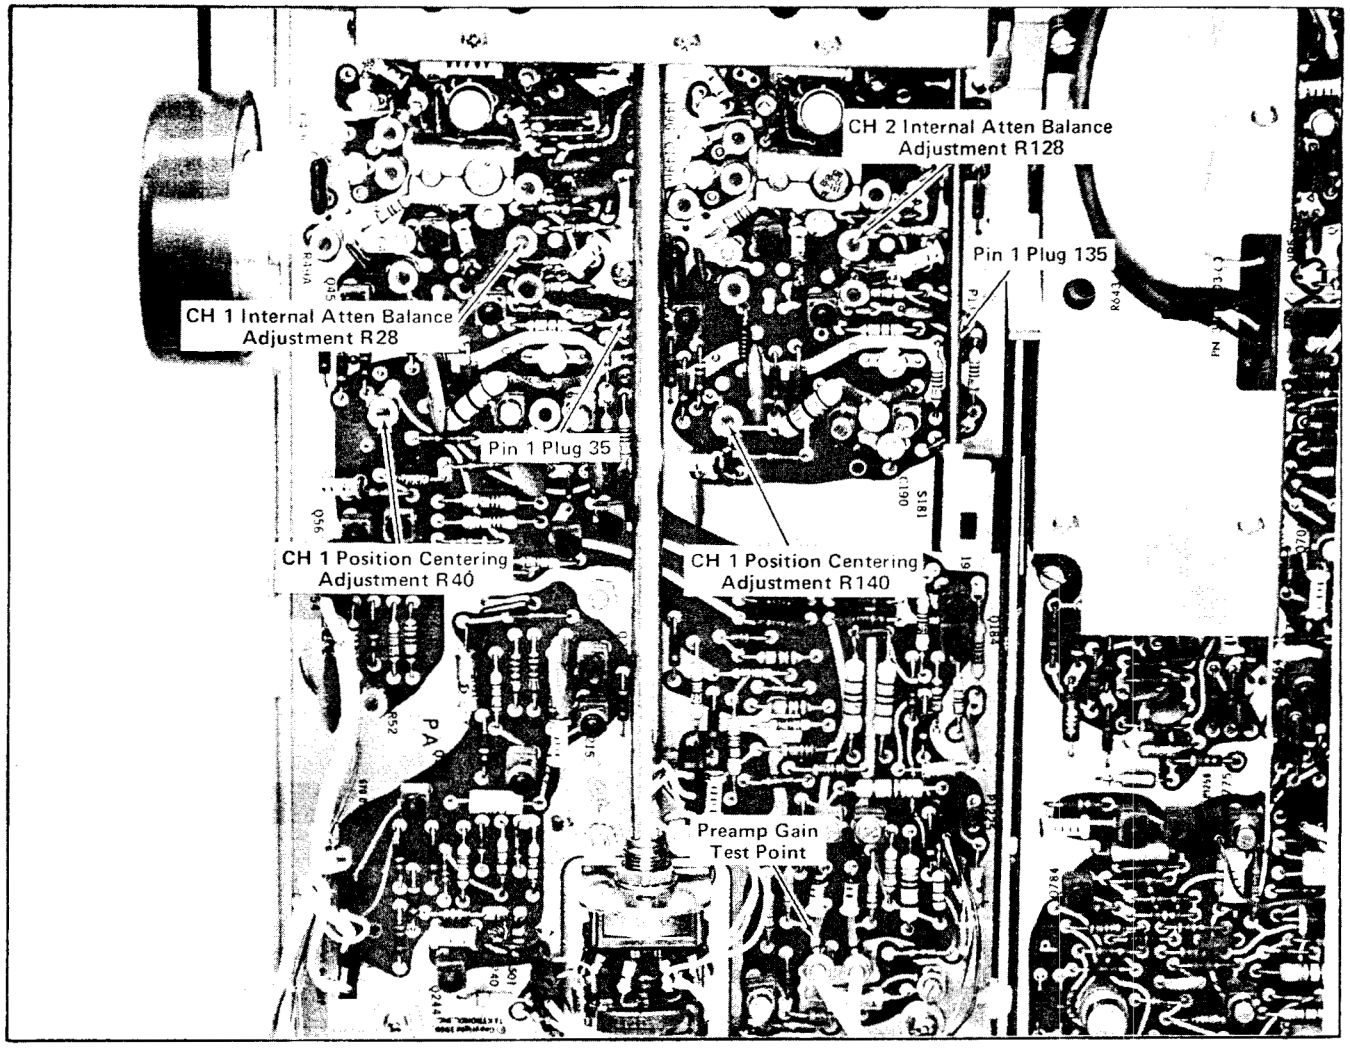

Fig. 5-7. Location of CH 1 and CH 2 Internal Atten Balance adjustments and Position Centering adjustments and test points.
j. ADJUST—CH 2 Internal Atten Bal adjustment, R128 (see Fig. 5-7), for 0.1 division or less shift as the CH 2 VOLTS/DIV switch is changed from 10 mV to 50 mV.
m. ADJUST—CH 1 Internal Atten Bal adjustment, R28 (see Fig. 5-7), for 0.1 division or less trace shift as the CH 1 VOLTS/DIV switch is changed from 10 mV to 50 mV.
a. Connect the precision DC voltmeter between pin 1 of Plug P35 on the Vertical Preamp circuit board (see Fig. 5-7) and ground.
e. ADJUST—CH 1 Position Center adjustment, R40 (see Fig. 5-7), to position the trace to the center horizontal line.
g. Connect the precision DC voltmeter between pin 1 of plug P135 on the Vertical Preamp circuit board and ground (see Fig. 5-7).
j. ADJUST—CH 2 Position Center adjustment, R140 (see Fig. 5-7), to position the trace to the center horizontal line.
g. Connect the 10X probe tip to the gain test point (see Fig. 5-7).